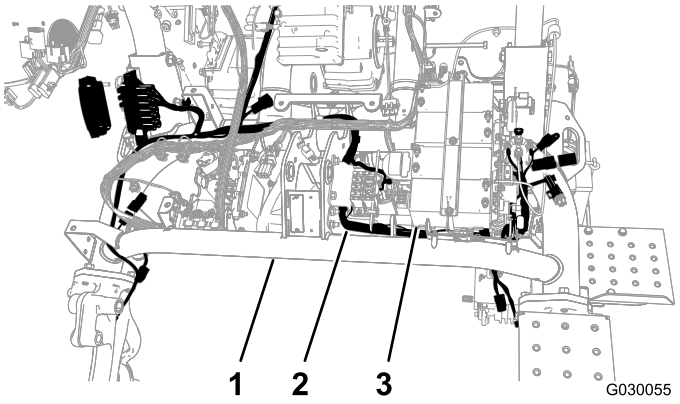

図 4
4. フレームのメインチューブの下にハーネスをを押し、リール用バッテリーの前まで導く図 4。